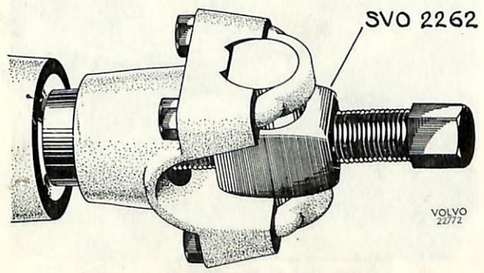
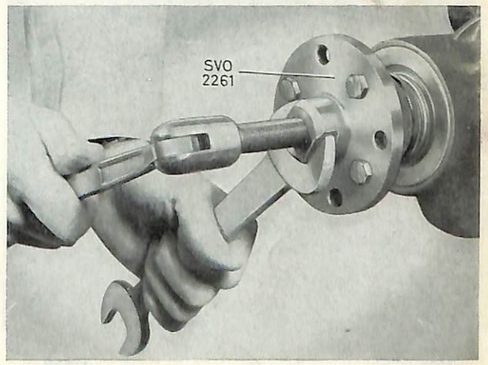
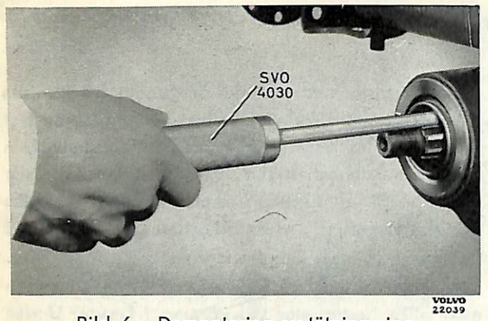

Bild 4. Demontering av medbringare
Bild 5. Demontering av medbringare
Bild 6. Demontering av tätningsring
2. Tag bort muttern för medbringaren. Använd därvid nyckel SVO 2409 som mothåll. Drag av medbringaren. Använd avdragare SVO 2262 för u-medbringare (bild 4) och SVO 2261 för runda medbringare (bild 5). Tag bort den gamla tätningsringen med SVO 4030, bild 6.